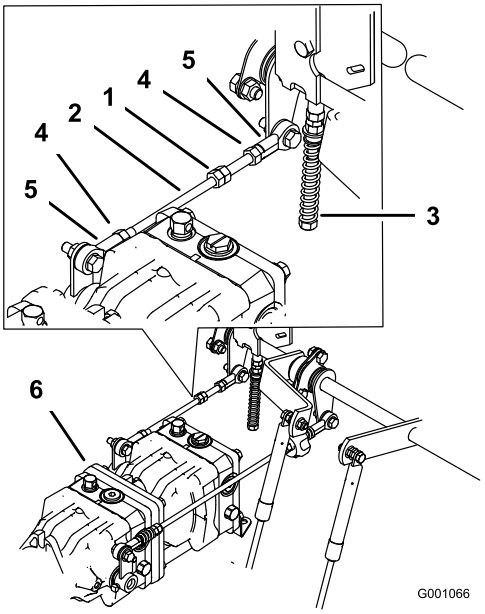

Figura 74
1. Afloje las contratuercas de la articulación esférica de la varilla de control de la bomba (Figura 74).
3. Ajuste la longitud de la varilla de la bomba girando las tuercas dobles de la varilla, en el sentido apropiado, hasta que la rueda quede estacionaria o se mueva muy lentamente en marcha atrás (Figura 74).
6. Apriete las contratuercas de las articulaciones esféricas (Figura 74).